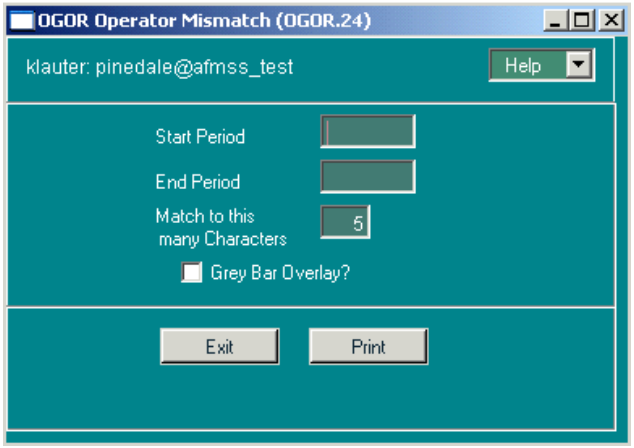

Figure 7-33: OGOR Operator Name Mismatch (OGOR.24) Window
1. From the *Non-Indian AFMSS Main Menu* select **OGOR** then **OGOR Reports** to display the reports submenu. From the submenu select **Operator Name Mismatch (OGOR.24)** to launch the window (Figure 7-33).